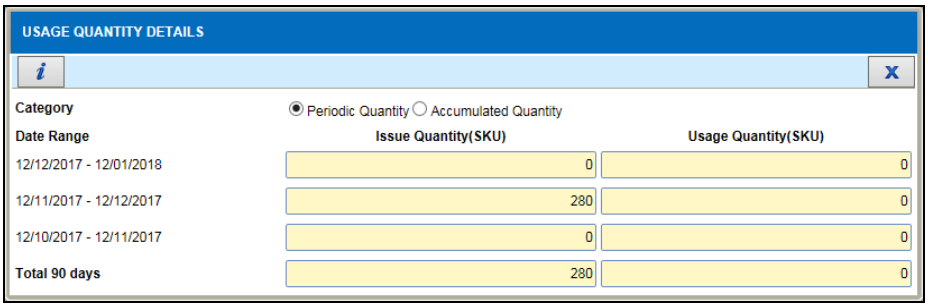

Figure 3.2-8 Usage Quantity Details: Periodic Quantity
Click on the Usage & Issue Quantity hyperlink and Usage Quantity details window will be display as Figure 3.2-8
- *Periodic Quantity (refer Figure 3.2-8)*